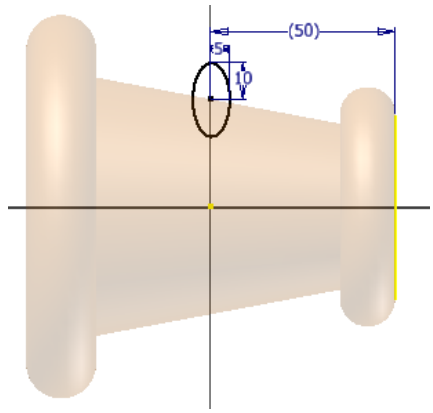

Figure 18-54 *Ellipse created on the XY plane*
1. Define a new sketch plane on the XZ plane and then create an ellipse, as shown in Figure 18-54. Note that the center point of the ellipse should be coincident with the edge of the base surface.